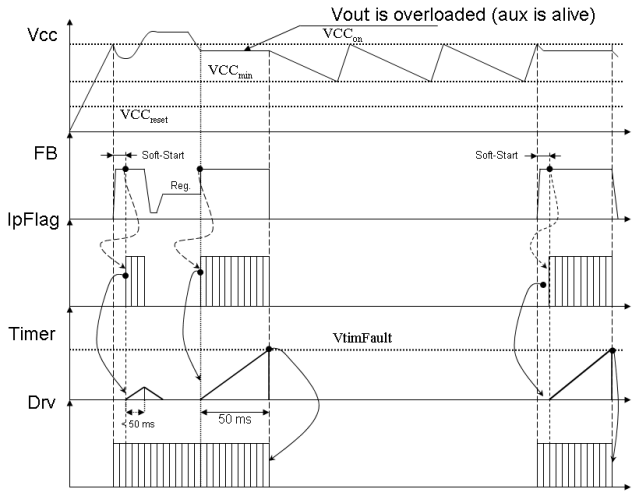
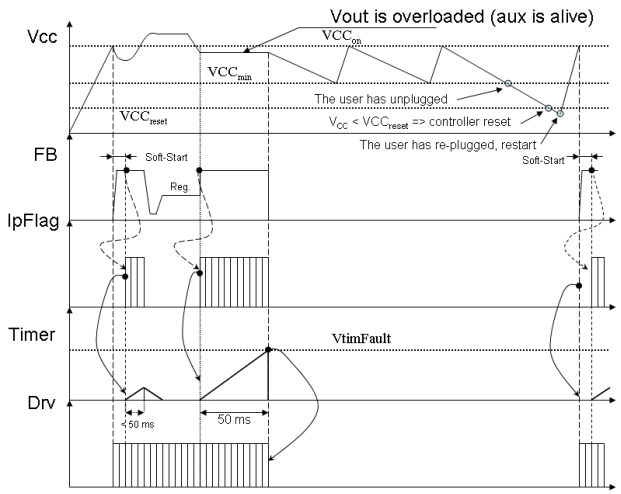

Figure 21. Short−Circuit Case Where Vaux Does NOT Collapse on Version B
Figure 22. Short−Circuit Case Where Vaux Does NOT Collapse on Version A
2. In the second case, the converter operates in regulation, but the output is severely overloaded. However, due to the bad coupling between the power and the auxiliary windings, the controller V_{CC} does not go low. The peak current is pushed to the maximum, the error flag IpFlag is consequently asserted and the timer starts to count. Upon completion, all pulses are stopped and triple−startup hiccup mode is entered for version B. If the fault goes away, the SMPS resumes operation (Figure 21). For version A, when the timer finishes counting, the pulses stop and the circuit stays latched until the user cycles down the power supply (Figure 22).